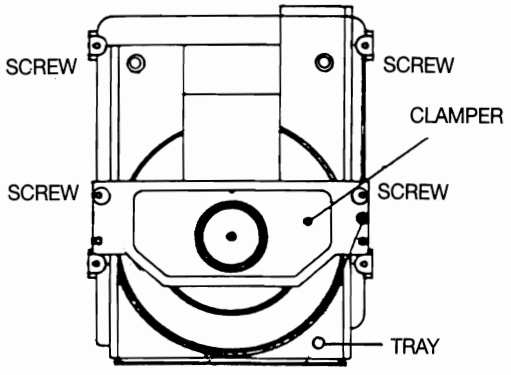

Fig. 3
1) Remove the four retaining screws for clamper and tray. (fig. 3)